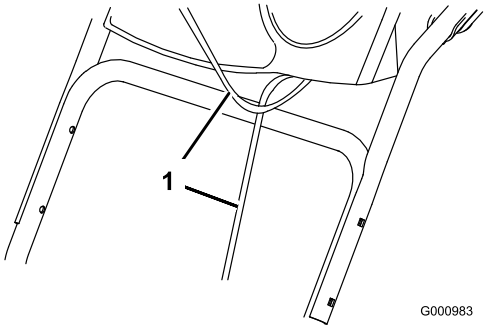

Figura 3
1. Sollevate il gruppo stegola superiore, giratelo e posizionatelo sopra la stegola inferiore (Figura 3).